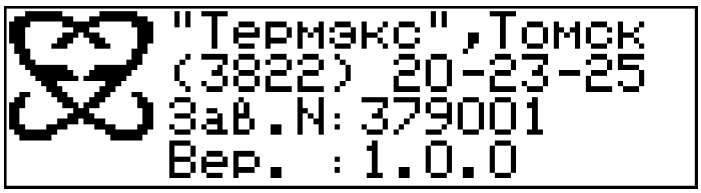

Рисунок 16 — Информация о приборе
2.9.1 Для получения информации о приборе (рисунок 16):